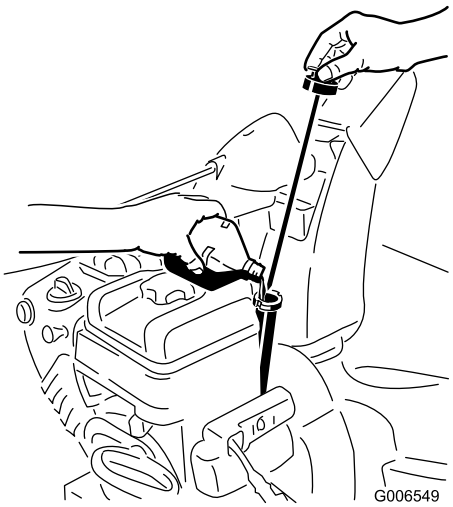

Figur 13
1. Ta ur oljestickan och fyll **långsamt** på olja i påfyllningsröret så att nivån höjs till markeringen Full på stickan. **Fyll inte på för mycket** (Figur 13).